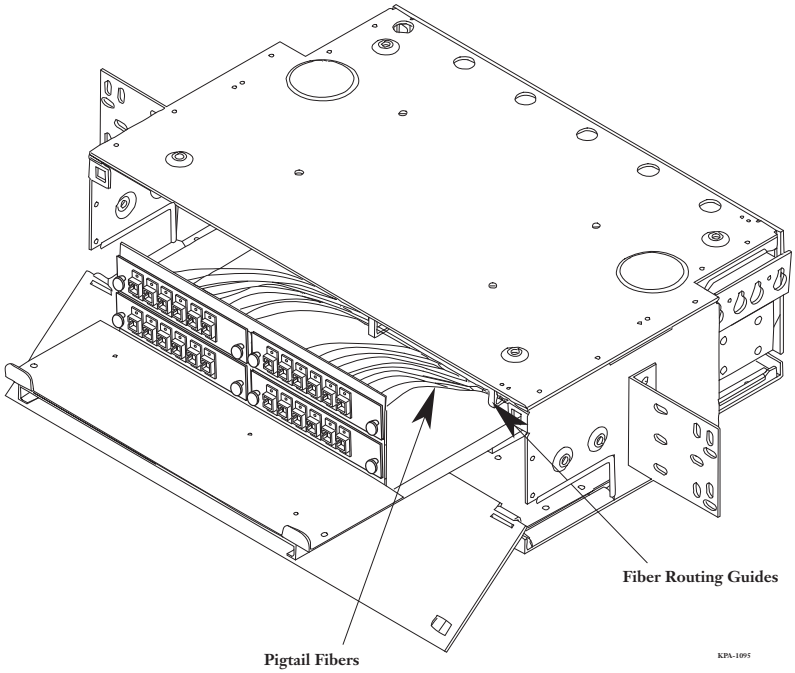

Figure 11 — Install Preconnectorized Panels into Housing
Step 3: Install preconnectorized panels/modules into the housing (Figure 11).